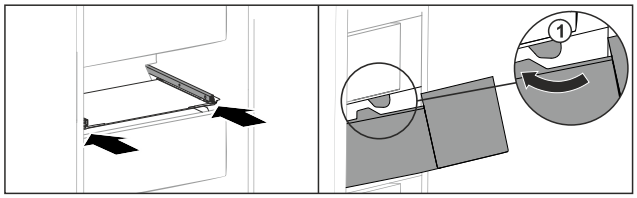

Fig. 230
▶ Ghidați sertarul în jurul opritorului *Fig. 230 (1)*.